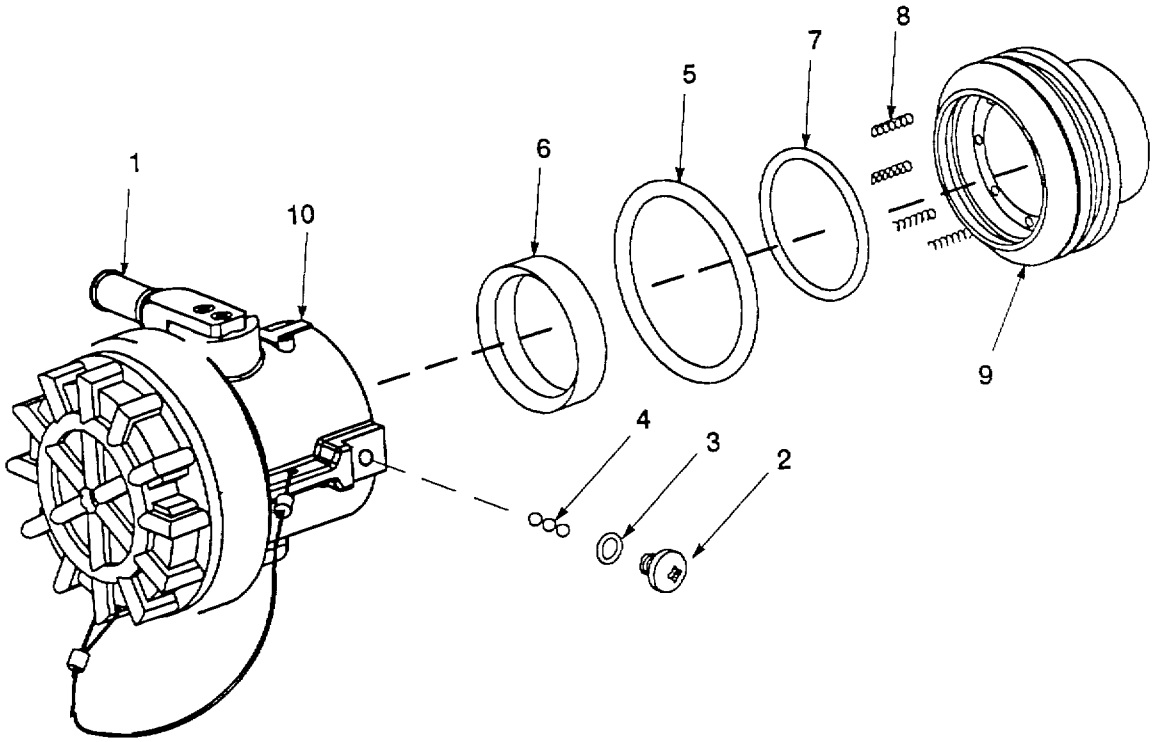

Figure 4-9. Valved Dry Break Coupling Removal.
(12) While reversing handle (7) 3/4 turn, roll tool (4) to opposite side of seal (2). (This will bend strapping and prevent it from slipping through seal when tool is removed.)
(13) Pull cutting handle (8) on tool to cut strapping (1).
(14) Remove tool (4) while holding strapping stub down on seal (2) with thumb.
(15) Clinch end of clamp (1) by hammering down tag end clamp over seal (2).
(16) Repeat steps (7) through (15) for three remaining clamps (2,3, and 7, figure 4-9). Clamps should be 1-inch from end of hose and 2-inches apart.
(17) Slide sleeve (5) over clamps (6 and 7).
(18) Slide sleeve (1) over clamps (2 and 3).
(19) Install hose assembly in fuel system (para 3-4b).
(20) Start up fuel system (para 2-12g) and test repaired hose for leaks.
a. Removal. Refer to figure 4-9.